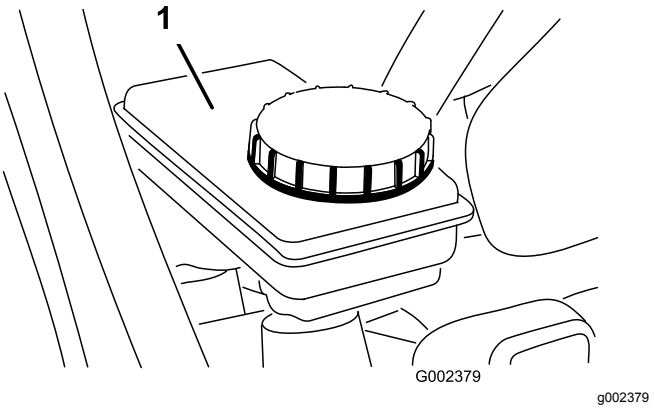

**Bild 57**
5. Der Flüssigkeitsstand sollte bis zur Voll-Markierung am Behälter reichen (Bild 57).
6. Wenn der Flüssigkeitsstand niedrig ist, reinigen Sie den Bereich um den Deckel, nehmen Sie den Behälterdeckel ab und füllen Sie den Behälter mit der angegebenen Bremsflüssigkeit auf den richtigen Stand auf (Bild 57).